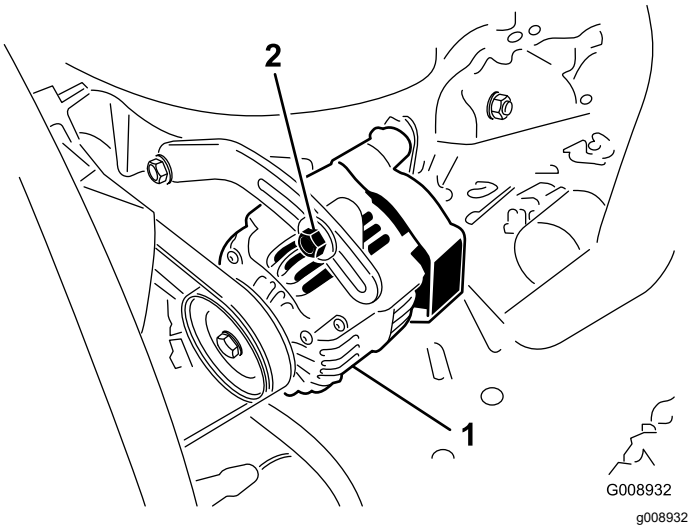

**Рисунок 116**
Через каждые 100 часов работы проверяйте состояние и натяжение ремней (Рисунок 116).
3. Если прогиб не равен 10 мм, ослабьте болты крепления генератора (Рисунок 116).